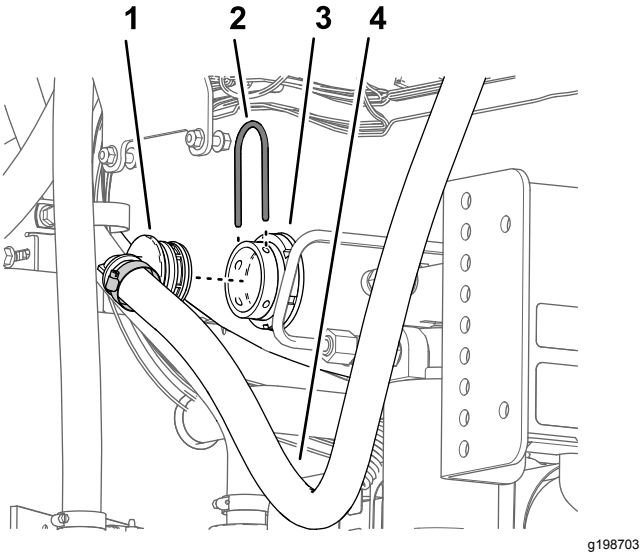

Figur 63
2. Afmonter den store holder, der fastgør 90° fittingen med modhager i nederste ende af omløbsslangen til sprøjtetankens skotfitting (Figur 63).